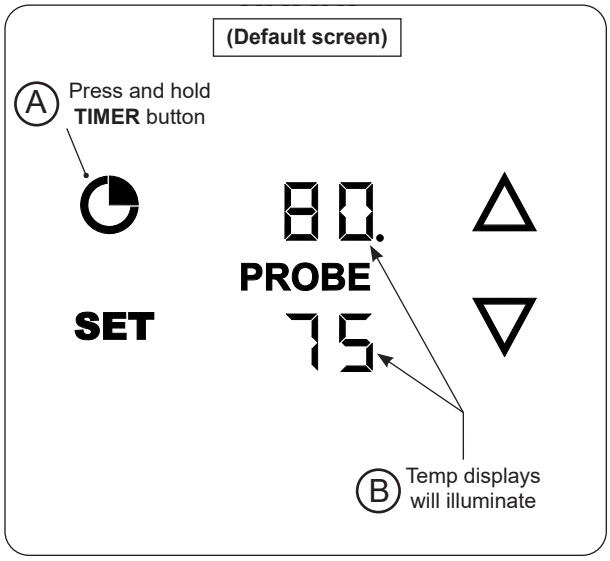

Fig. 29-1 Turn on thermometer/Thermostat
3. Press and hold the **TIMER** button (Fig. 29-1, A) until the remainder of the displays illuminate (Fig. 29-1, B). This is the "**default screen"**. The default screen displays your temperatures. The top display is the grilling temperature, and the bottom display is the meat probe temperature (if plugged in).